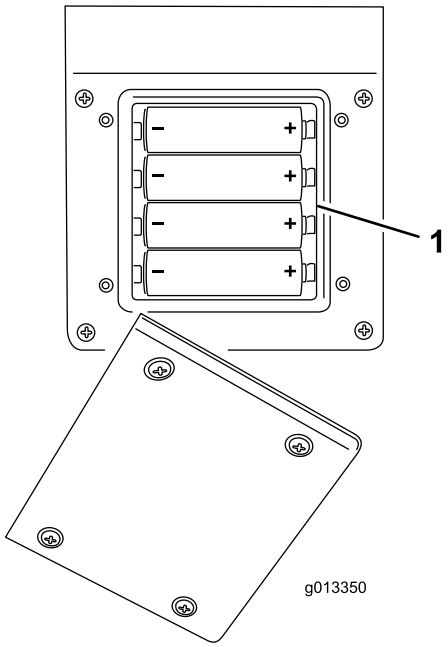

Rysunek 48
3. Podłącz każdą nową baterię do zacisków, zachowując odpowiednią biegunowość. (Jeśli baterie zostaną zamontowane nieprawidłowo, urządzenie nie zostanie uszkodzone, ale nie będzie działać.) Na uchwycie wytłoczona jest biegunowość każdego zacisku (Rysunek 48). Upewnij się, że zostały one prawidłowo włożone do urządzenia.